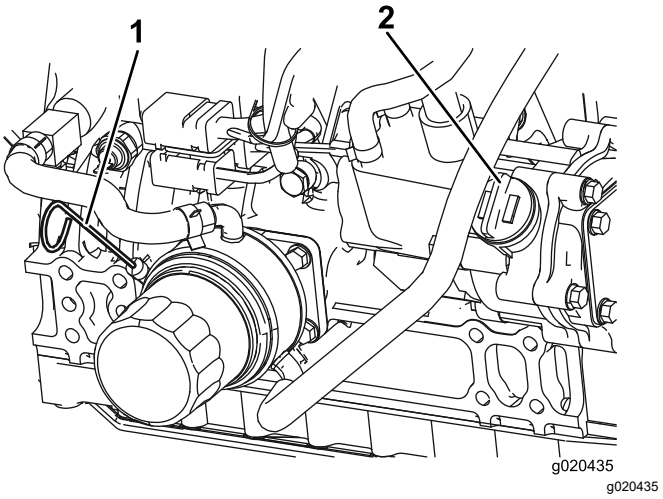

Рисунок 88
Уровень масла должен находиться в допустимом интервале (Рисунок 88).
4. Если масло ниже допустимого уровня, снимите крышку маслозаливной горловины (Рисунок 88) и добавляйте масло до тех пор, пока его уровень не достигнет отметки Full (Полный).